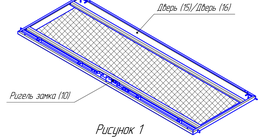

Рисунок 1
Установите на дверь профиль (15) ригель замка (10) рис.1